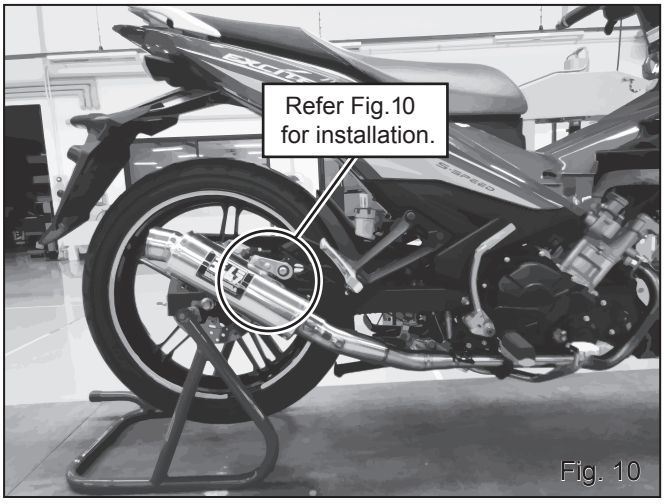

Fig. 10
8) Then, mount Silencer bracket to Stock silencer bracket with Cap bolt M8x45, AL Collar 8-26-5, Stock washer and Stock nut (See Fig. 10 & 11). Tighten bolt by hand only at this stage.